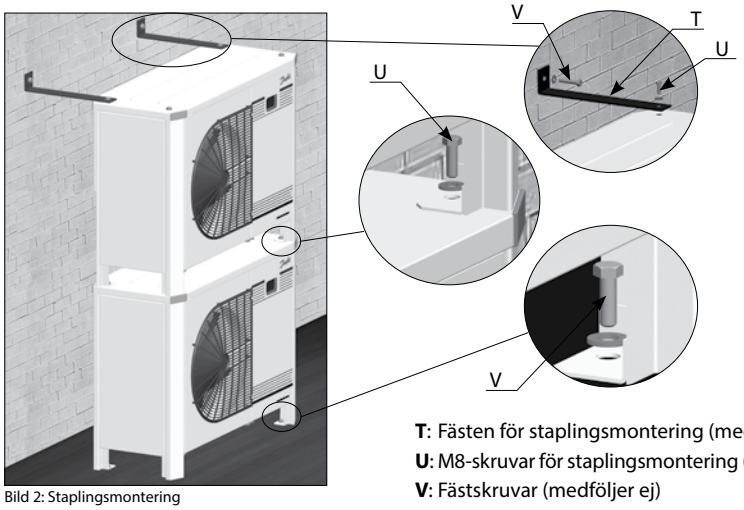

Bild 2: Staplingsmontering
- Vid stapling måste den översta enheten säkras mot väggen, enligt bild 2.